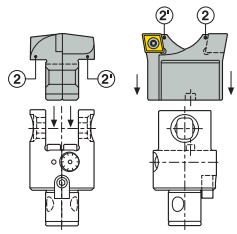

Рис. 2
Одновременно установите обе резцовые вставки (2) и (2') в головку, совместив канавки с регулировочными штифтами (Рис. 2).